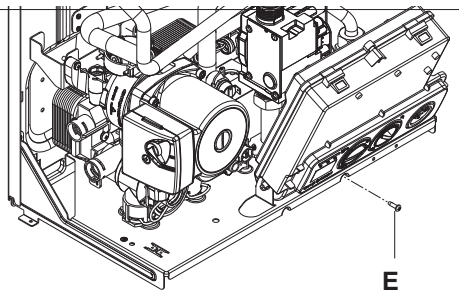

рис. 4.15
- отвинтите крепёжный винт (E) панели приборов (рис. 4.15)